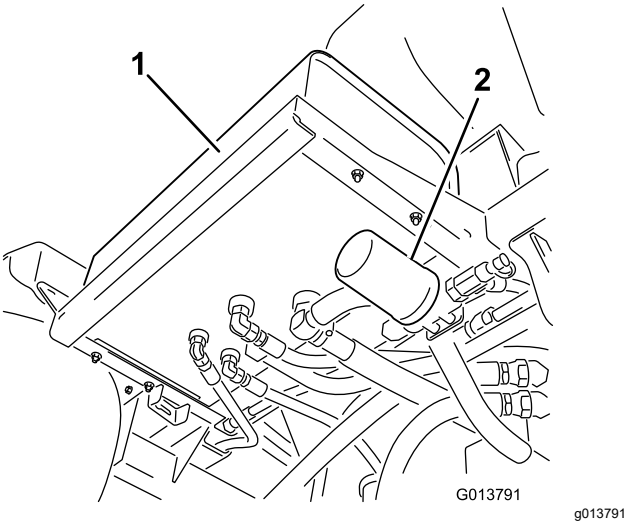
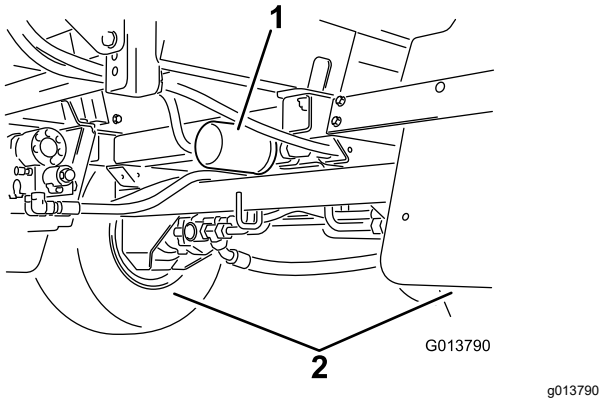

Figuur 106
Figuur 107
2. Zoek de 2 hydraulische filters van de machine (Figuur 106 en Figuur 107).